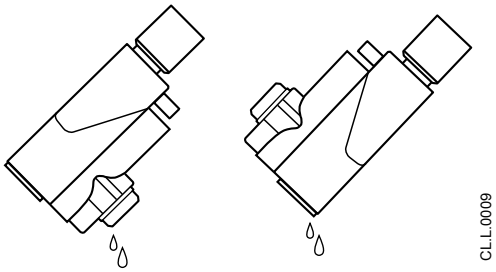

Figure 6-12 Positioning Injector Module to facilitate air-drying
7. Remove the Injector Module from the container and drain the excess alcohol from the module's electrical connector, injector port and internal passage (see Figure 6-12).
13. Remove the Injector Module from the water or alcohol container and drain the excess fluid from the module's electrical connector, injector port and internal passage (see Figure 6-12).